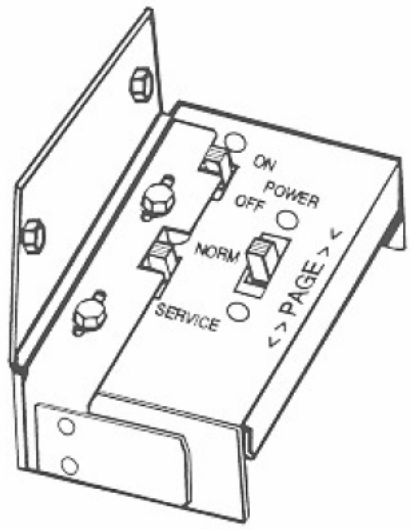

Figure 3-1. Service Switch
1. Open the door and place the SERVICE switch (*Figure 3-1*) in the SERVICE position. The phonograph display will read * SERVICE MODE *.
2. Move the SERVICE switch to the SERVICE position (*Refer to Figure 3-1*).